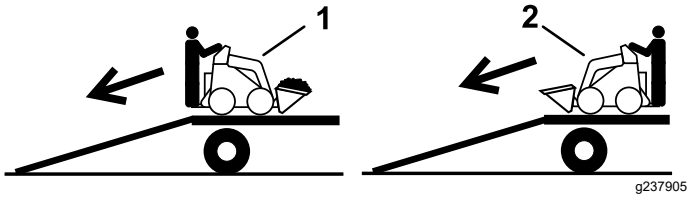

Rysunek 15
2. Wyładunek maszyny wykonuj tak, aby cięższa jej strona była po wyższej stronie pochylni, ładunek przewoź nisko (Rysunek 15).